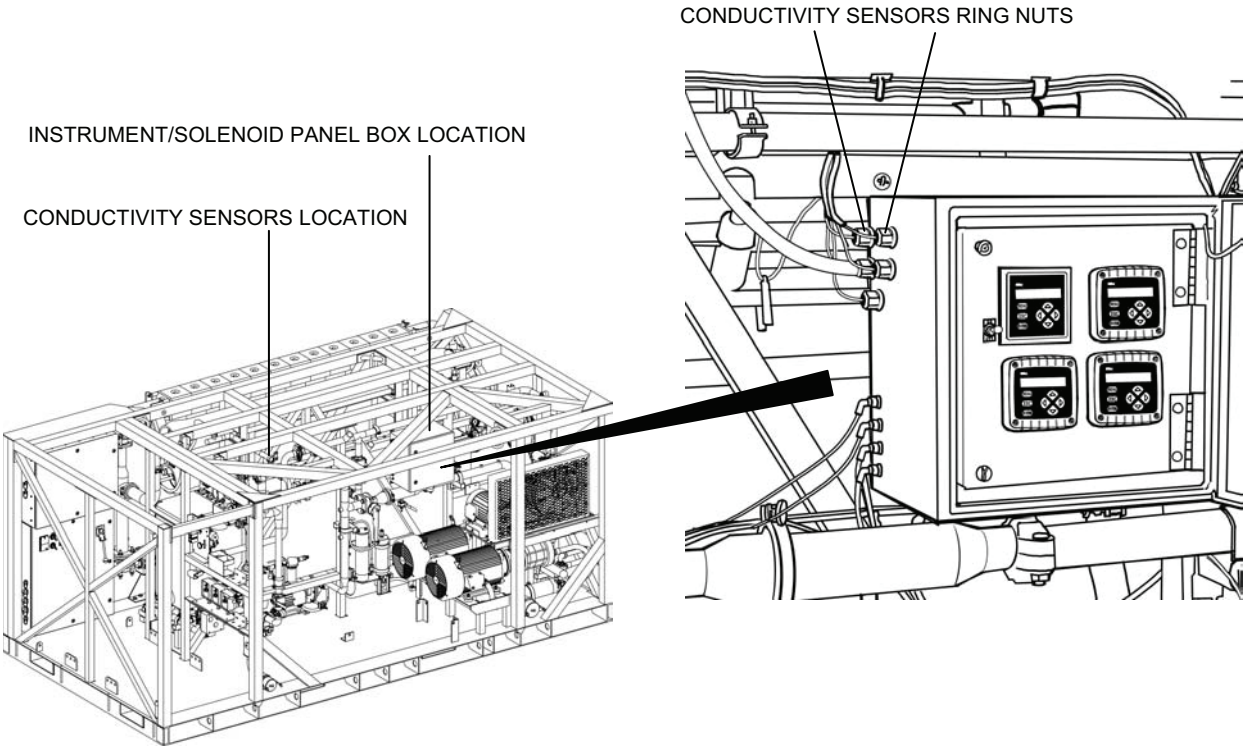

Figure 9. Conductivity Sensors and Instrument/Solenoid Panel Box Location.
c. Mark the sensor cable routing from the sensor to the transmitter in the Instrument/Solenoid Panel Box (see Figure 9 for the sensor and box locations).